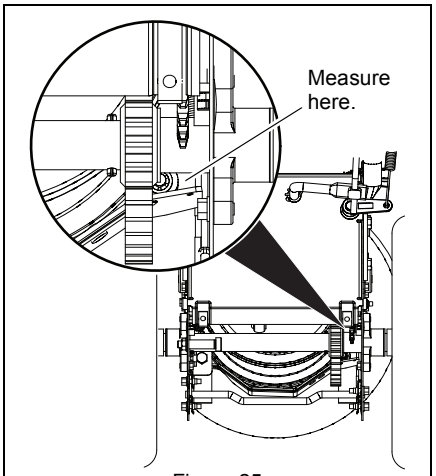

Figure 25
2. Engage attachment clutch and check the clearance between the frame and plastic roller on the lower end of the attachment idler arm. Roller should be 12.7 – 22.2 mm (1/2 – 7/8") from the frame. See Figure 25.